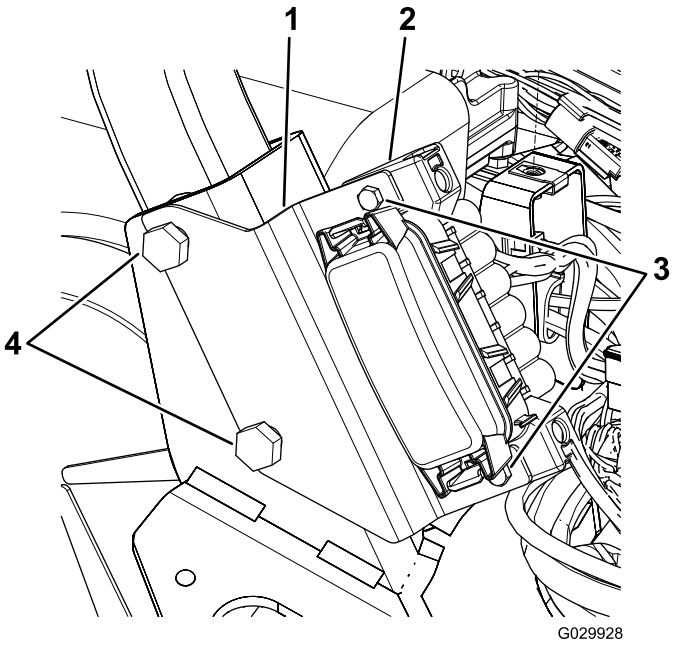

Figure 11
1. Desserrez les 2 écrous et boulons qui fixent le côté droit du système ROPS au cadre de la machine (Figure 11).
2. Alignez les fentes du support du porte-fusibles et les boulons, comme montré à la Figure 11.
4. Utilisez les 2 vis pour fixer le porte-fusibles à son support (Figure 11).